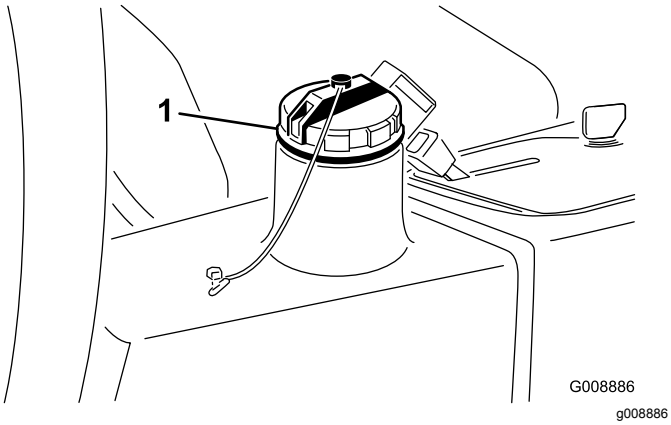

Figur 75
4. Fyld beholderen (Figur 75) med ca. 13,2 l hydraulikvæske. Se Kontrol af hydrauliksystemet (side 27).